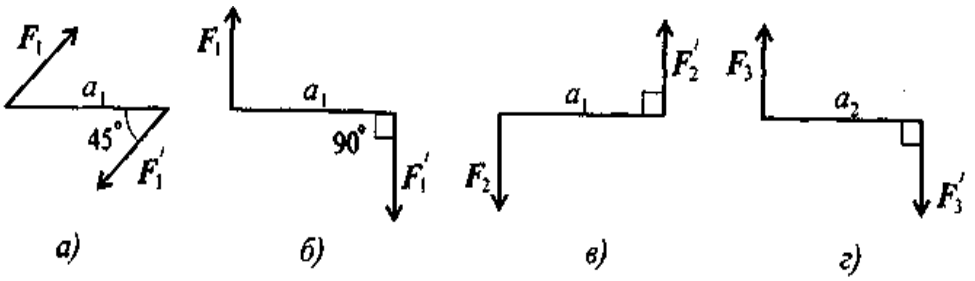

Рис. 4.10
3. Какие из изображенных пар (рис. 4.10) эквивалентны, если